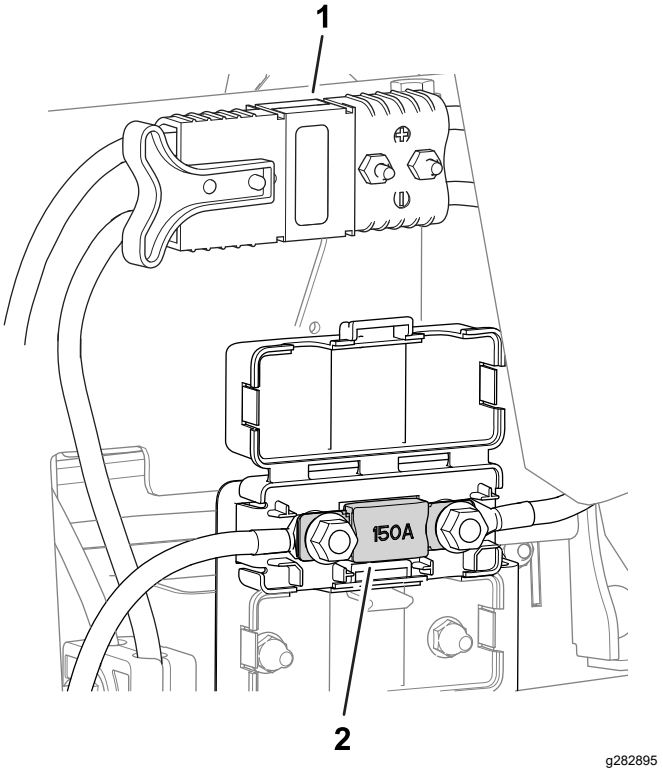

Figuur 55
- De zekering voor het elektrische systeem bevindt zich onder de hoofdstroomaansluitingen (Figuur 55).